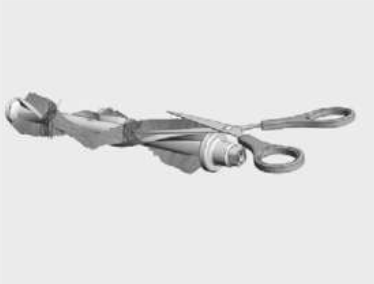

Fig. 19
- Utilize uma tesoura para remover os fios, etc (fig. 19).